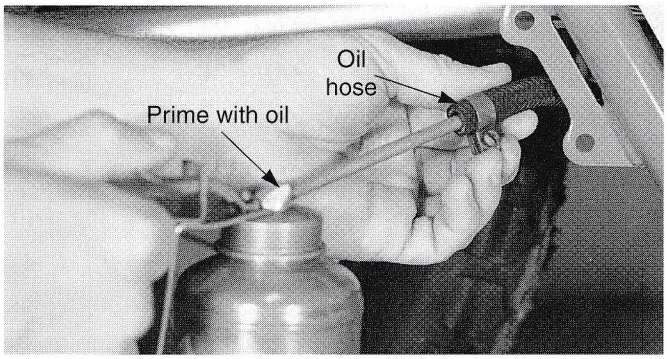

Figure 20-76. Engines using a dry sump lubrication system should be primed before the engine is started. Fill the oil feed line using an oil squirt can.
2. Prime the oil system (dry sump) by filling the oil feed line and pump with motor oil. This is demonstrated in **Figure 20-76.**